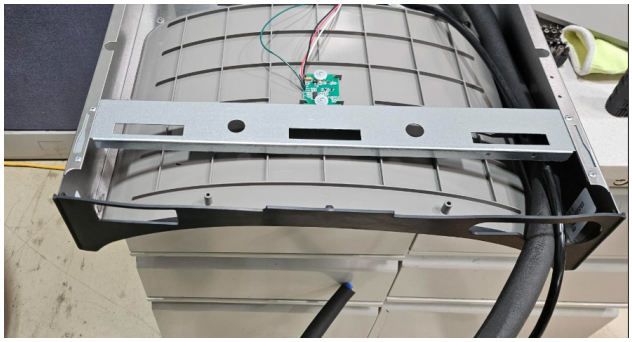

Fig. 11
6) **Install gasket on bottom of bottle filler tower** by pushing detents into place (See Fig 11).